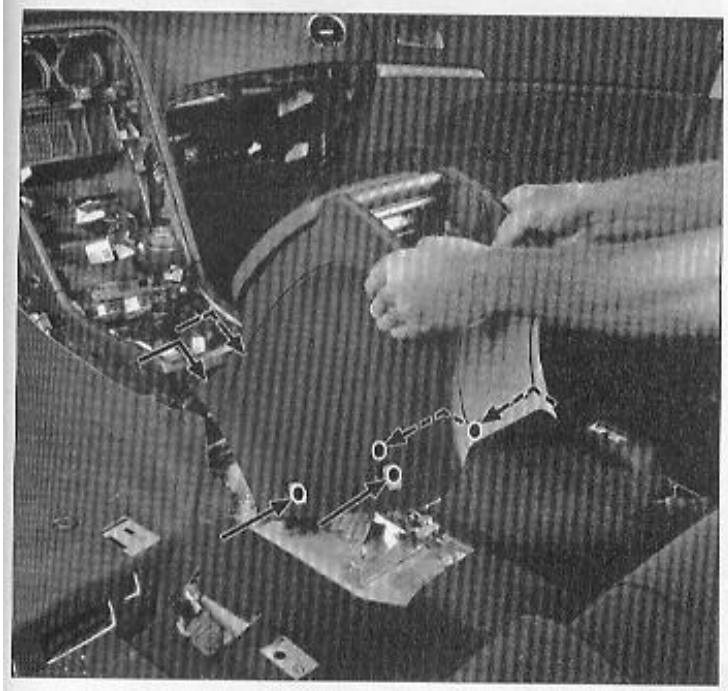

FIG. 35
• Déposer les vis de fixation de la console milieu (4 latérales dissimulées derrière des caches et 2 à l'avant, dans la console centrale) **(Fig.35)**.